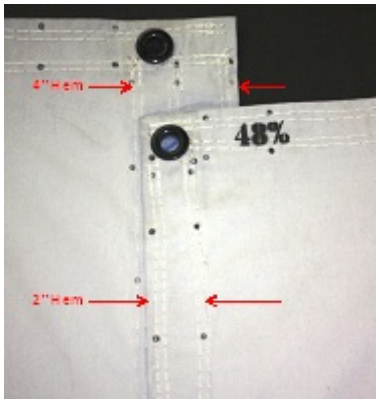

Figure 1: Two inch wide panel hem placed over the four inch wide hem.
This letter contains a trip generation estimate for the SB Investments development at 15450 Weld County Road 16 in Fort Lupton. The property is used to park semi-tractor trailers and for outside storage. Figure 1 contains a vicinity map that shows the location of the site on the south side of WCR 16 and east of WCR 31. A site plan is contained in Figure 2 that shows the site access on WCR 16.
(1) Establish an azimuth line using a compass and a stringline at least 30 meters long. Stake one end of the stringline to the ground using a R10 target stake and pull the stringline taut when aligned with the compass sighted azimuth (compensated for the local magnetic declination) and stake the far end of the line to the ground.
(2) The stringline provides a reference to which the subpanels will be aligned. If the panels are to be deployed to form an edge target then the stringline will be used to ensure the edge transition is straight and correctly oriented relative to the sensor acquisition geometry. If the targets are deployed as individual gray scale panels, the stringline will ensure alignment and orientation of the two subpanels comprising each 20 meter x 20 meter target.
(3) Each target subpanel (10 meter x 20 meter) is rolled and individually packed in its own target transport bag which has been stenciled with the reflectance level and panel position (left or right). Place the bag containing the left panel to the left and approximately 10 meters away from the bottom end (compass end) of the stringline. Place the bag containing the right hand panel next to and to the right of the bottom end (compass end) of the stringline.
(4) Open the bags and remove each panel. There is an identifying stencil on the back of each panel. Once deployment has been accomplished, this stencil will be located at the upper left-hand corner of the deployed panel.
(5) Unroll the 20 meter length of each panel parallel to the string line. This is a two person effort. The left panel will be 10 meters away from the stringline and the right panel next to the stringline.
(6) Locate the four corner grommets on the left panel and insert a stake through each grommet to be used as a handle for opening the target subpanel. This is a four person effort. Pull the target panel open using the stakes as handles. Make certain the reflective surface is facing upwards. Note: DO NOT insert fingers through the target grommets as wind can billow and whip the target and significant injury to fingers can occur.
(7) Pull the open target to the stringline. Individuals at opposite ends of the 20 meter length can pump the corners up and down to introduce air beneath the panel which makes it much easier to move across the ground.
(8) Slide the 10cm (4") hem of the left panel under the stringline, tension the panel under the stringline and drive a temporary stake through each end grommets. If windy, it may be necessary to drive stakes through other perimeter grommets to keep the panel from flipping.
(9) Unroll and open the right hand target subpanel with the stencil at the upper left corner. Slide the 2" narrow hem under the stringline and on top of the 4" hem of the left hand panel. (See Figure 1).